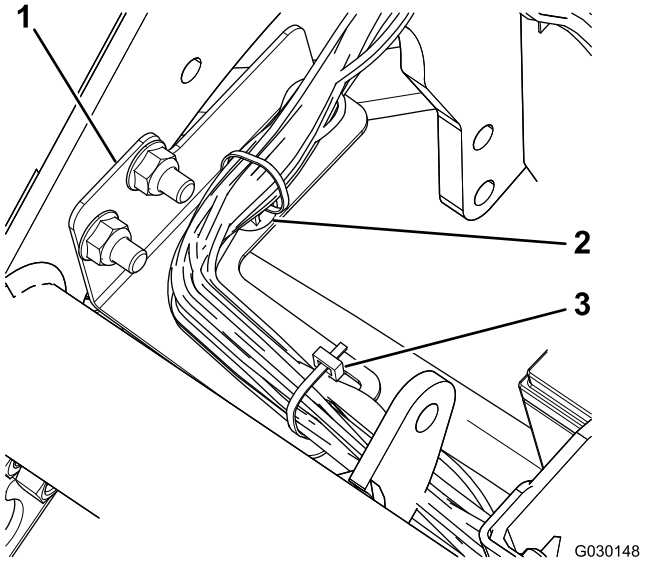

Figur 5
7. Fastgør ledningsnettet til ledningsnetbeslaget med trykbeslaget og et kabelbånd (Figur 5).